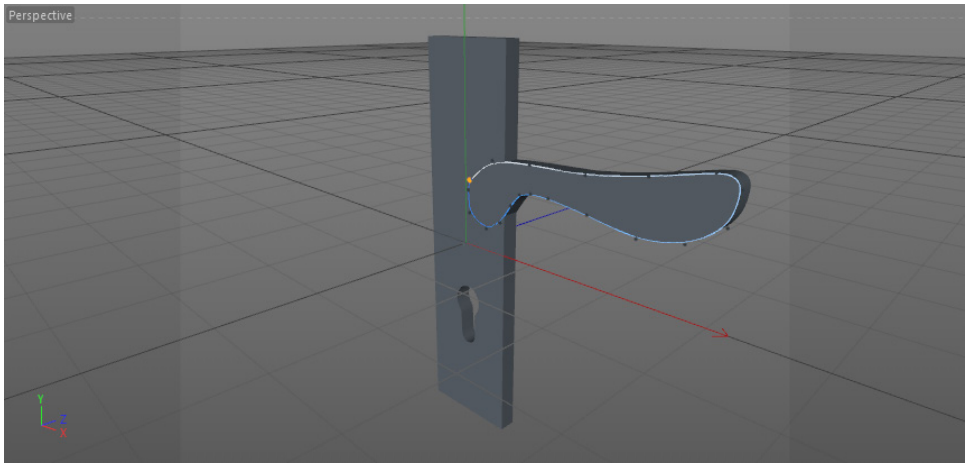

Figure 2-20 *Handle extruded in the Perspective viewport*
4. Press F1; the Perspective viewport is maximized. Next, press and hold the left mouse button on the **Subdivision Surface** tool in the Command Palette; a flyout is displayed. Next, choose **Extrude** from it; *Extrude* is added to the Object Manager. Now, select *Handle* in the Object Manager and drag *Handle* to *Extrude*; *Handle* is connected to *Extrude* and is extruded in the Perspective viewport, as shown in Figure 2-20.